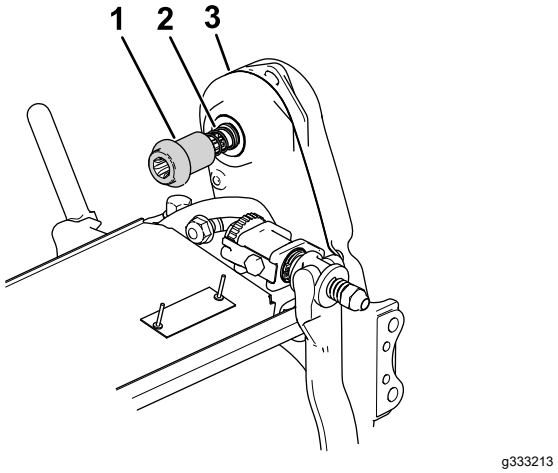

Figur 7
4. Monter koblingen og fjæren til klippeenhetens spoledrivenhet (Figur 7).
5. Påse at koblingen (Figur 7) enkelt kan flyttes frem og tilbake på girkassens drivaksel.